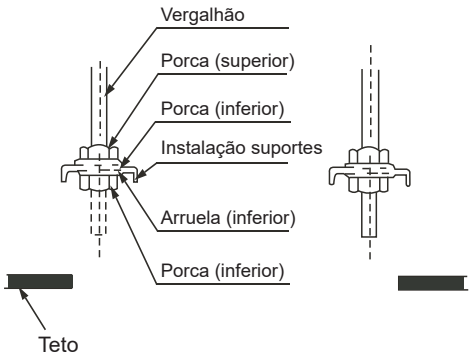
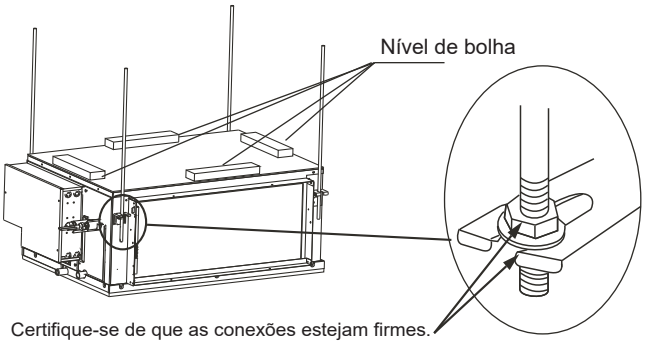

Figura 7
Figura 8
(1) Ao montar as orelhas de elevação da unidade interna nos parafusos de elevação, insira as arruelas da porca dos parafusos de elevação nos furos oblongos das orelhas de elevação. As porcas e arruelas superiores e inferiores são mostradas na Figura 7.
(2) Ajuste a altura da unidade interna.
(3) Use um nível de bolha para verificar se o corpo da unidade está nivelado (inclinando o corpo da unidade para baixo no sentido do lado da drenagem), como mostrado na Figura 8.